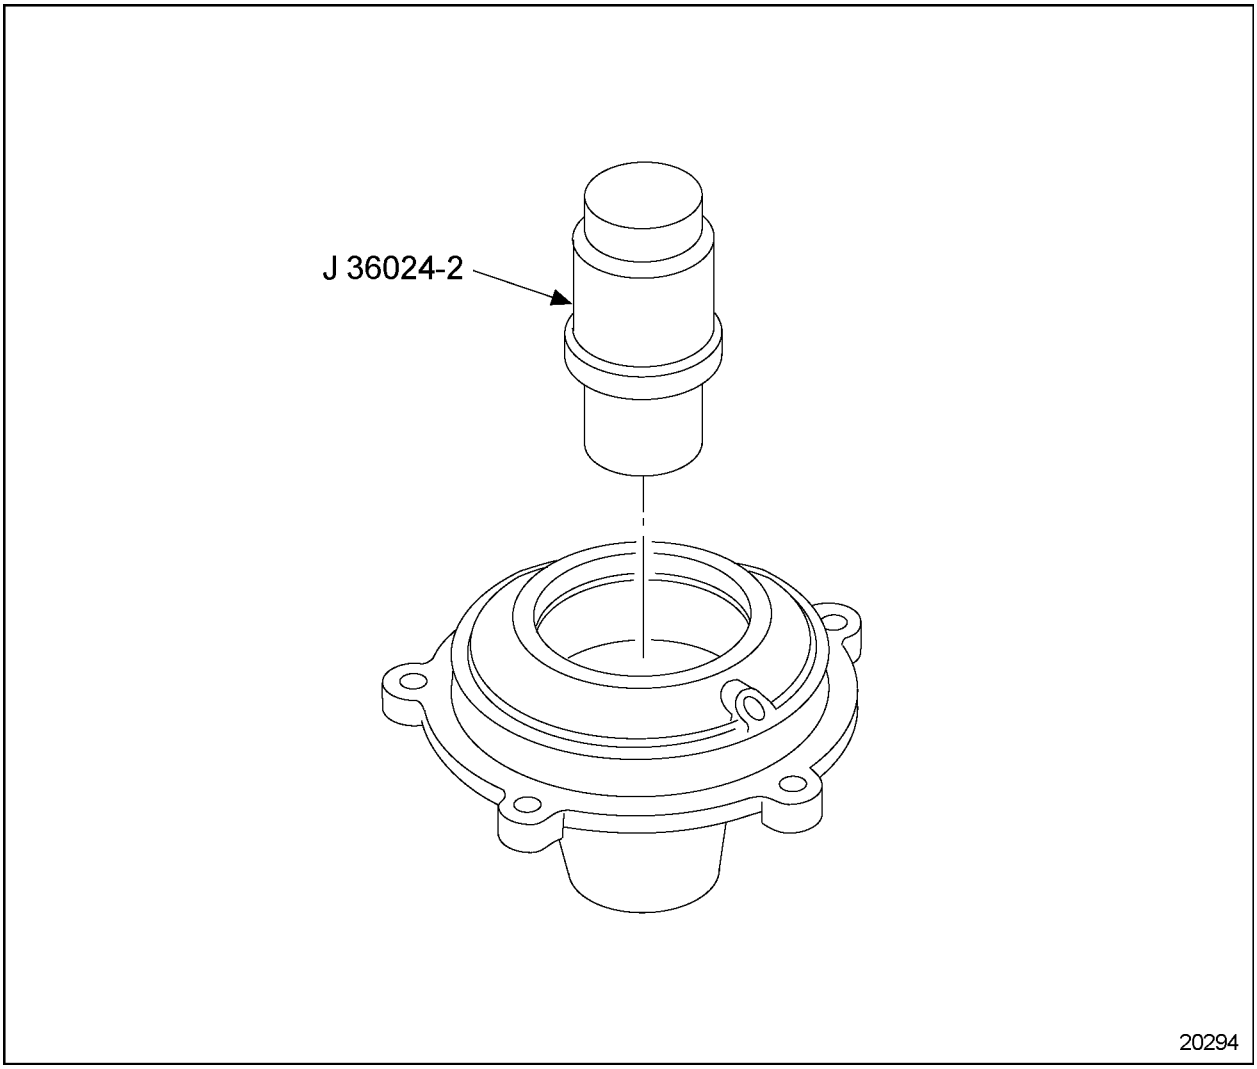

Figure 1-464 Needle Bearing Removal
14. Install J 36024-2 (part of toolset J 36024–D) and apply pressure to remove the needle bearing. See Figure 1-464.